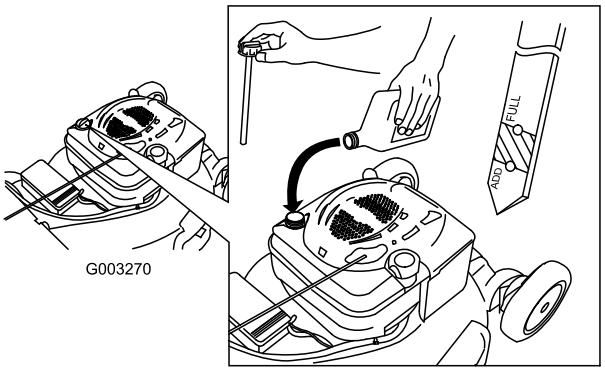

Figuur 7
1. Verwijder de peilstok (Figuur 7).
2. Giet **langzaam** olie in de vulbuis totdat het peil de VOL-markering op de peilstok (Figuur 7) bereikt. **Niet te vol vullen.** (Maximale vulhoeveelheid: 0,59 l, type: SAE 30W reinigingsolie, met onderhoudsclassificatie SF, SG, SH, SJ, SL van het American Petroleum Institute (API) of hoger).